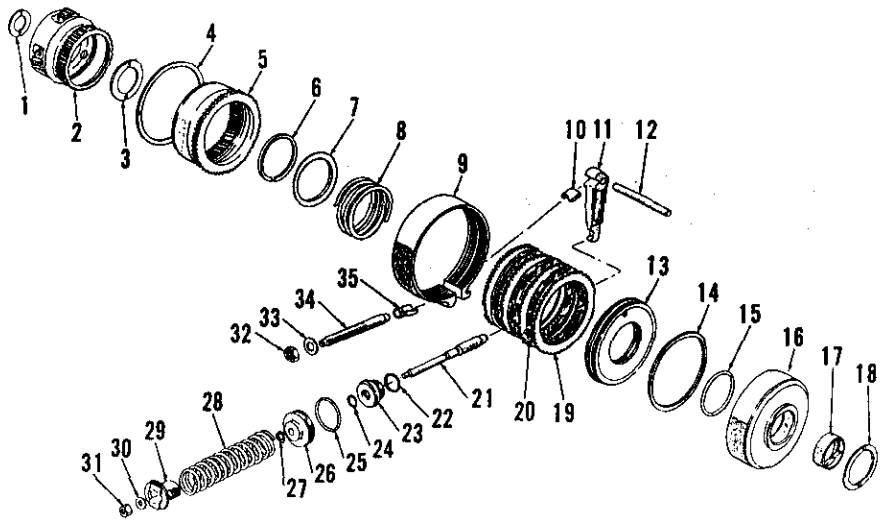

Fig. 295–Exploded view of Clutch 1, "B" carrier and Servo 2 assemblies as installed in model 2000, 3000 and 4000 transmissions.
Place "B" carrier on work bench, pinion side down, and stick thrust washer (3—Fig. 295) in counterbore of carrier with light film of grease. Place the assembled Clutch 1 and "B" ring gear unit, ring gear side down, over the "B" carrier. While partially supporting the clutch assembly, rotate the clutch assembly back and forth to align notches in clutch discs with splines on "B" carrier and to align teeth of "B" ring gear with pinion gear teeth on "B" carrier. Be sure that thrust washer (1) is in place in hub of "B" sun gear in transmission. Then, holding Clutch 1 and "B" carrier together, install them on "B" sun gear.